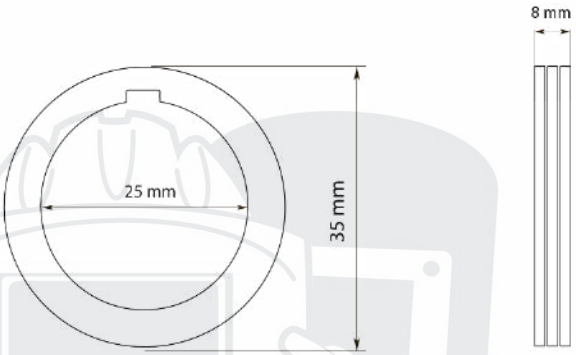

Рис. 8.5.2. Общий вид подающего ролика.
**2.** В зависимости от диаметра сварочной проволоки выберите канавку на подающем ролике (См. рис. 8.5.2).